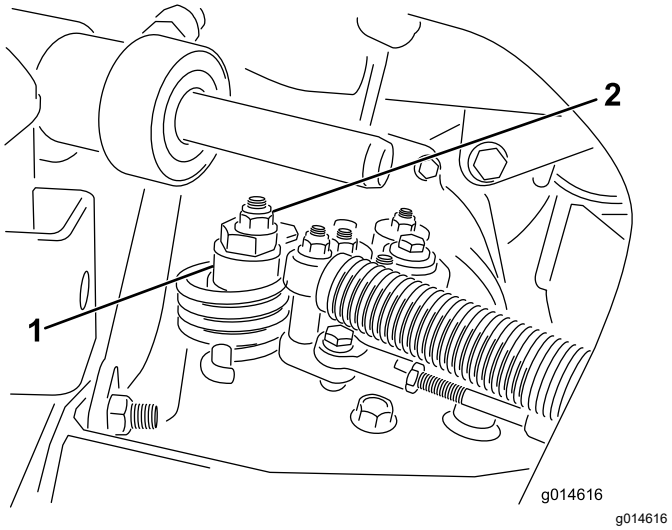

Figure 43
A. Loosen the nut securing the eccentric to the top of the hydrostat (Figure 43).
C. Rotate the eccentric until creep does not occur in either direction. When the wheel stops rotating, tighten the nut locking the eccentric and the adjustment (Figure 43). Verify the adjustment with the throttle in the SLOW and FAST position.